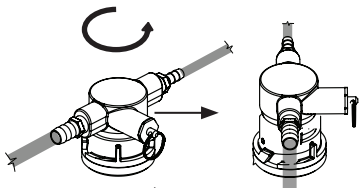

Figure 42a
9. Hooking up the keg coupler to the keg: Verify the coupler is in the "OFF" position (see Figure 42a).Align the lugs on the keg with the corresponding openings on the keg coupler and turn clockwise until the coupler stops (about 90°). Push down and twist the top of the coupler clockwise to allow gas to enter the keg.